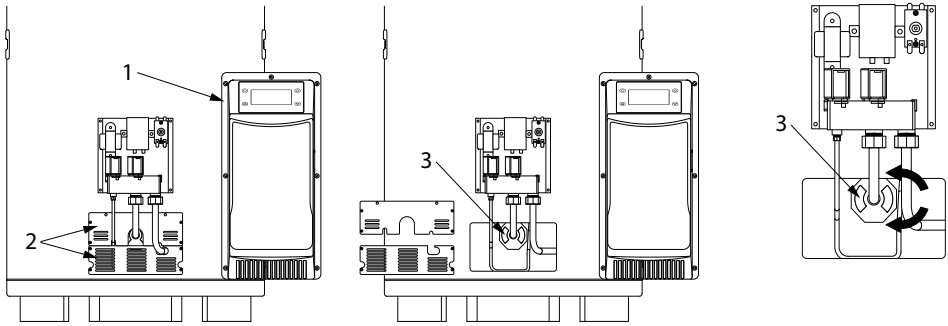

рис. 7
- Снимите пластиковую крышку панели управления (поз.1, рис.7), предварительно открутив семь винтов по её периметру.
- Снимите две металлические пластины (поз.2, рис.7) на внешнем корпусе водонагревателя, предварительно открутив восемь винтов .
- Установите регулятор тяги (поз.3, рис.7) в требуемое положение, поворачивая его по часовой или против часовой стрелки.